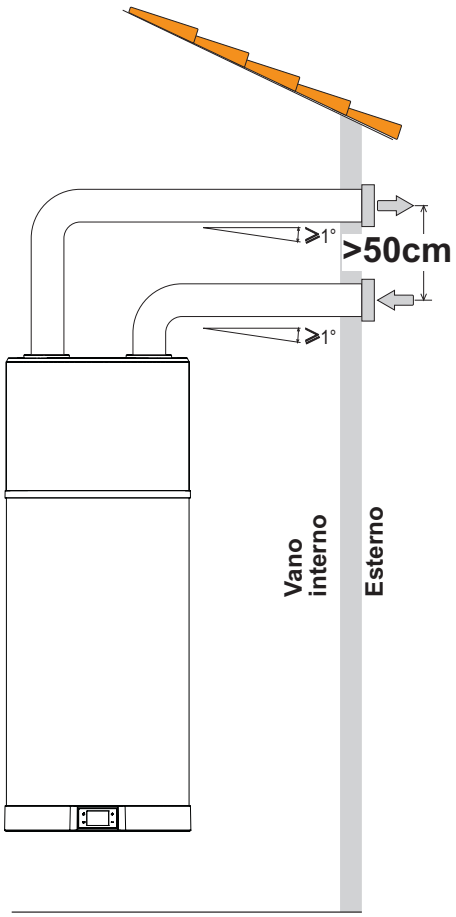

afb. 54 - Voorbeeld van luchtuitlaataansluiting
- Maak een speciaal luchtkanaal aan zoals aangegeven in afb. 54.